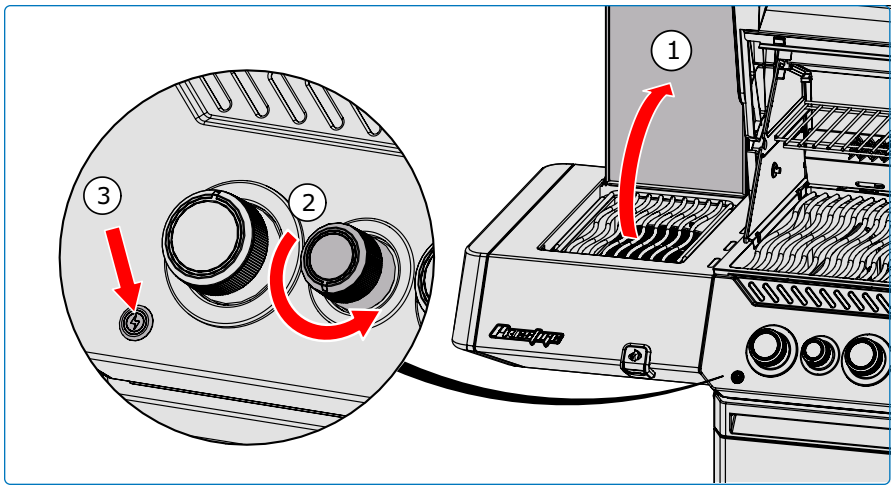

Fig. 7
4. If the burner will not ignite within 5 seconds – turn burner control knob clockwise to the OFF position. Wait 5 minutes. Repeat steps 2 and 3. **(Fig. 7)** or see **"Alternative Ignition Instructions"**